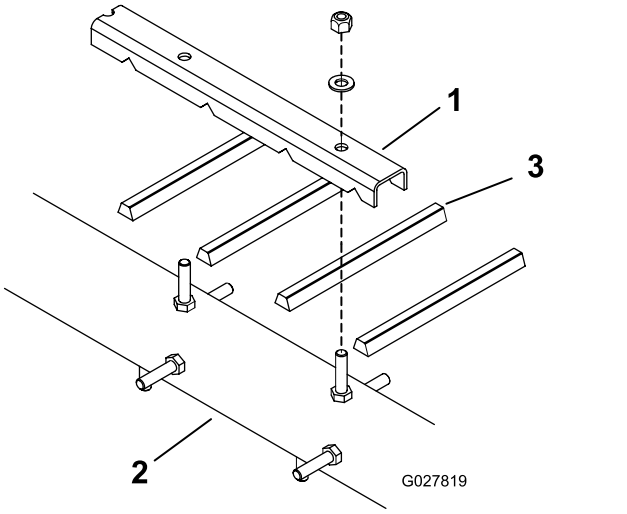
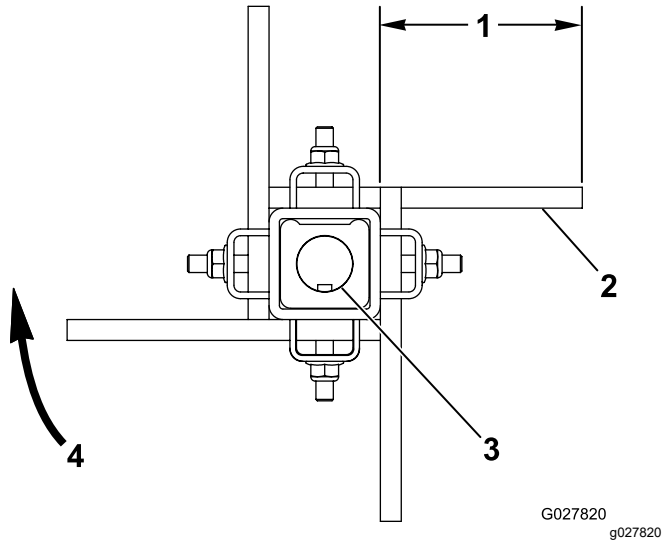

Figur 11
Figur 12
1. Lossa på muttrarna och brickorna som håller fast fingerhållarna på rotorn (Figur 11 och Figur 12).
3. Montera nya remfingrar (Figur 11 och Figur 12). Remfingrarna ska sticka ut cirka 10 cm från fingerhållaren.